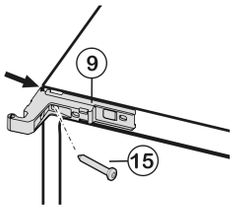

*Fig. 14*
- Bovenste lagerbus *Fig. 14 (9)* 180° gedraaid aan de andere kant met de schroef *Fig. 14 (15)* weer **goed (met 4 Nm)** vastschroeven. Lagerbus laten aanslaan tegen de zijkant van het apparaat.